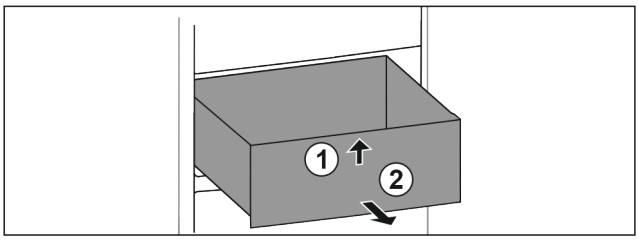

Fig. 131
- ▶ Ridicați sertarul în față. *Fig. 131 (1)*
- ▶ Extrageți sertarul spre înainte. *Fig. 131 (2)*